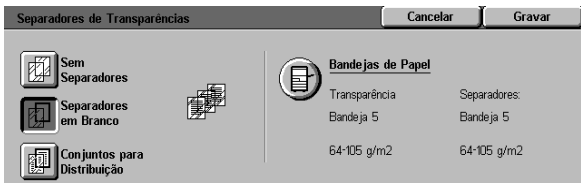

Figura 17: Ecrã Separadores de Transparências com a opção Separadores em Branco seleccionada
- Se precisar fazer alterações à bandeja que contém os separadores, seleccione o ícone do copiador/ impressora na área das Bandejas de Papel (Figura 17) para visualizar o ecrã Valores da Bandeja. Note que apenas a Bandeja de Papel 5 é seleccionável como a bandeja para as transparências.